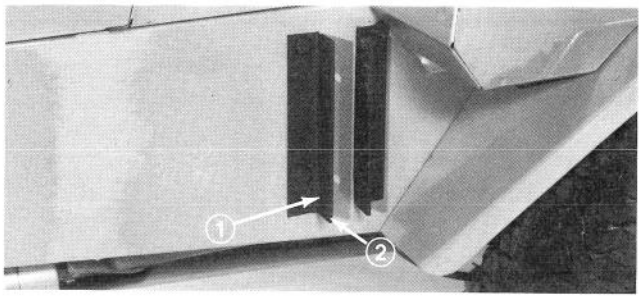

Figure 17
2. Mark and drill (8) 13/32" dia. holes at locations shown on template.
3. Positioning brackets as shown in Fig. 17, and using appropriate bracket holes, mount brackets to frame with (1) 3/8-16x2" lg. capscrew, (7) 3/8-16x1¼" lg. capscrews, (8) 5/16 washers, and (8) locknuts. Use 2" lg. capscrew to secure bottom of rear bracket.